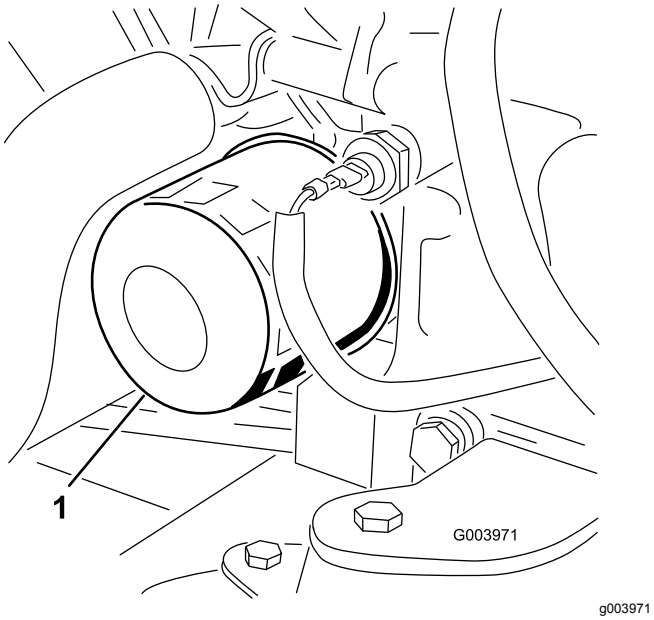

Рисунок 49
3. Снимите масляный фильтр (Рисунок 49).